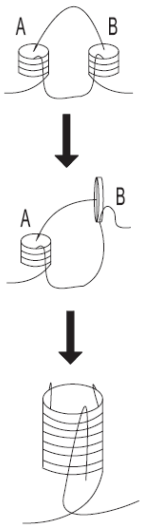

Fig. 3-4-1: Welding cables instruction
b. If extended cable is used, please do as shown in Fig. 3-4-1.